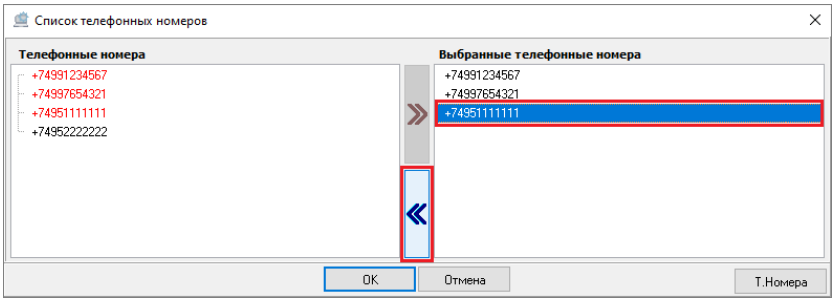

Рисунок 6-174 Отмена привязки телефонного номера к абоненту кнопкой переноса
- в окне «Список телефонных номеров» в поле «Выбранные телефонные номера» выделите один или несколько телефонных номеров (для выделения сразу нескольких номеров нажмите и удерживайте на клавиатуре клавишу <Shift> для выбора диапазона или клавишу <Ctrl> для комбинированного выбора) и нажмите кнопку переноса (см. Рисунок 6-174);